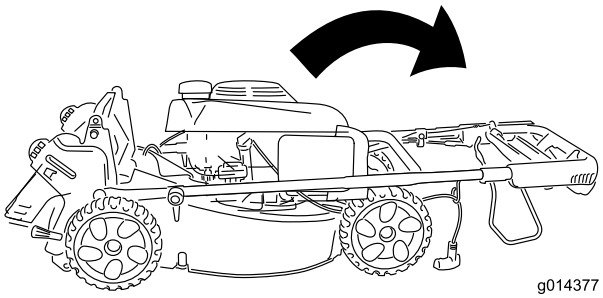

Figur 28
- Vrid handtaget framåt tills det vilar på framhjulen för göra klipparen så låg som möjligt (Figur 28).